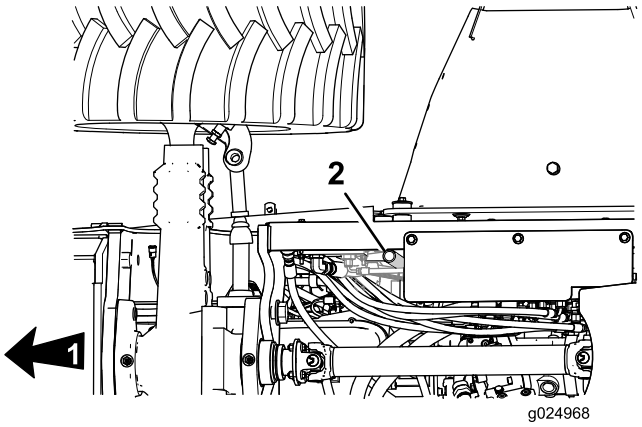

Figura 66
1. Ispezionate il tubo di sfiato del carter (Figura 66) per verificare l'assenza di fango, detriti o ghiaccio all'interno del tubo.